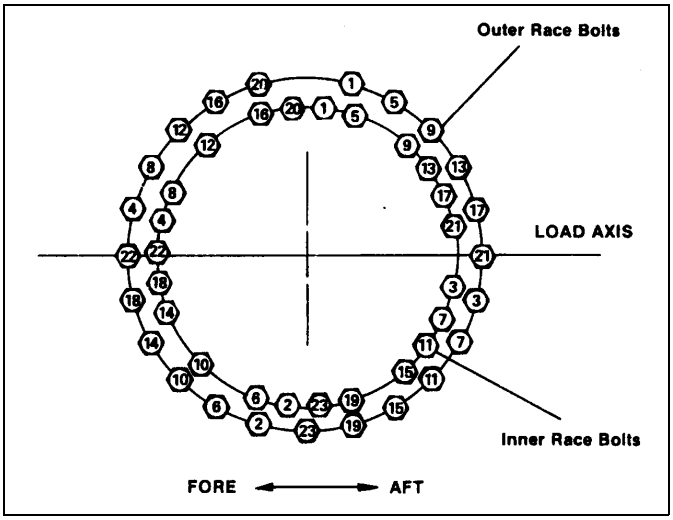

Figure 2-35. Swing Bearing Torquing Sequence.
p. Following the Torque Sequence diagram shown in Figure 2-35, tighten the bolts an torque bolts to 80 ft. lbs. (109 NM) wet.
u. Following the Torque Sequence diagram shown in Figure 2-35, tighten the bolts an torque bolts to 170 ft. lbs. (231NM) wet.
3. Swing Bearing Torquing Sequence, see Figure 2-35.